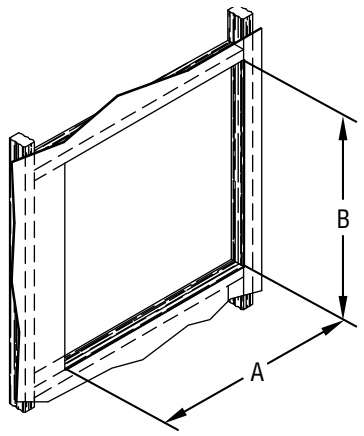

Figure 28
2. Locate the area where the chimney section is to penetrate the vertical wall studs. Cut and frame an opening so that the flue is centered between the vertical wall studs. Frame opening per ***Figure 28*** and ***Table 4***.